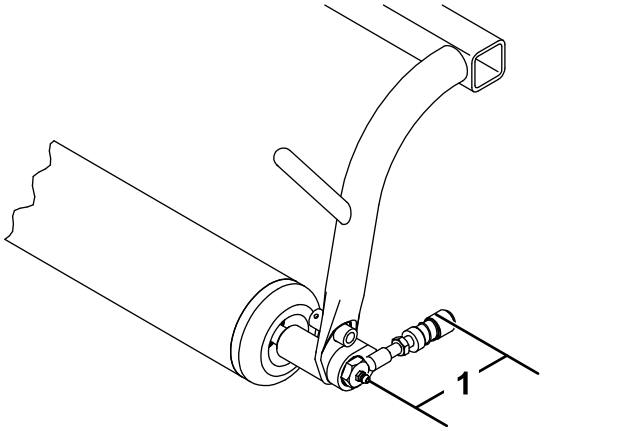

Figur 5
9. Juster kuleleddmottakeren slik at avstanden mellom smøreskruen og åpningen i kuleleddmottakeren er 9,1 cm, og stram låsemutteren for å feste den på plass (Figur 5).